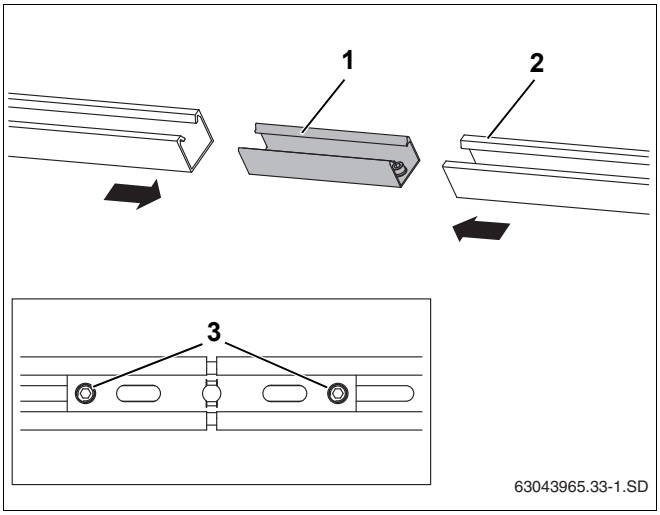

Рис. 31 Соединение профильных реек
- Задвинуть до упора вставку (рис. 31, **поз. 1**) в обе профильные рейки (рис. 31, **поз. 2**).
- Для фиксации затянуть ключом SW 5 оба предва-рительно установленных стопорных винта M10 (рис. 31, **поз. 3**).